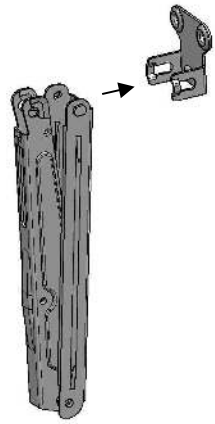

Рис. 9
4.3.4. Фиксатор столешницы Multiflex (поз. 1 пакет №9а) нижней частью ввести в кронштейн нижний (поз. 2, пакет №9а) и повернуть. (Согласно рис. 9)
4.3.5. К сборке по п.4.3. прикрутить кронштейн нижний с фиксатором при помощи саморезов с прессшайбой (поз. 2, пакет № 32). (См. рис. 9а)
Рис. 9а